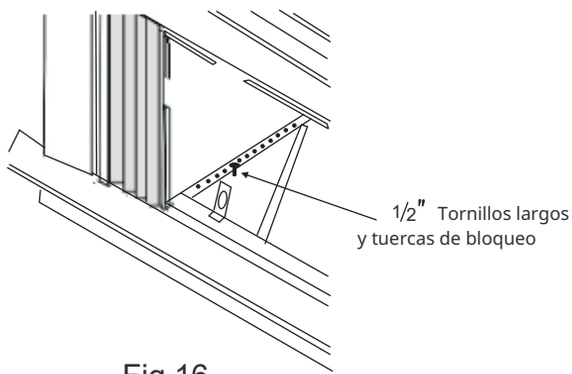

Fig.16
3. Instale los soportes de soporte (con soportes de ángulo de alféizar adjuntos) en el agujero correcto en la parte inferior del gabinete como se muestra en la Fig.16. 4. Apriete los 6 pernos con seguridad.